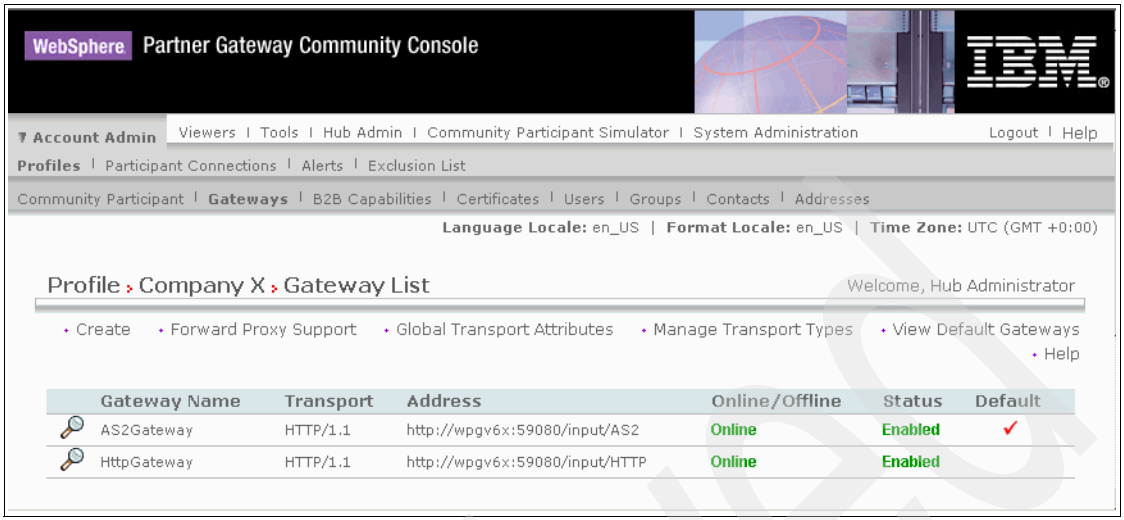

Figure 15-72 List of gateways for Company X
h. Click **List** to see the list of Gateways for Company X. It should be as shown in Figure 15-72 on page 528.